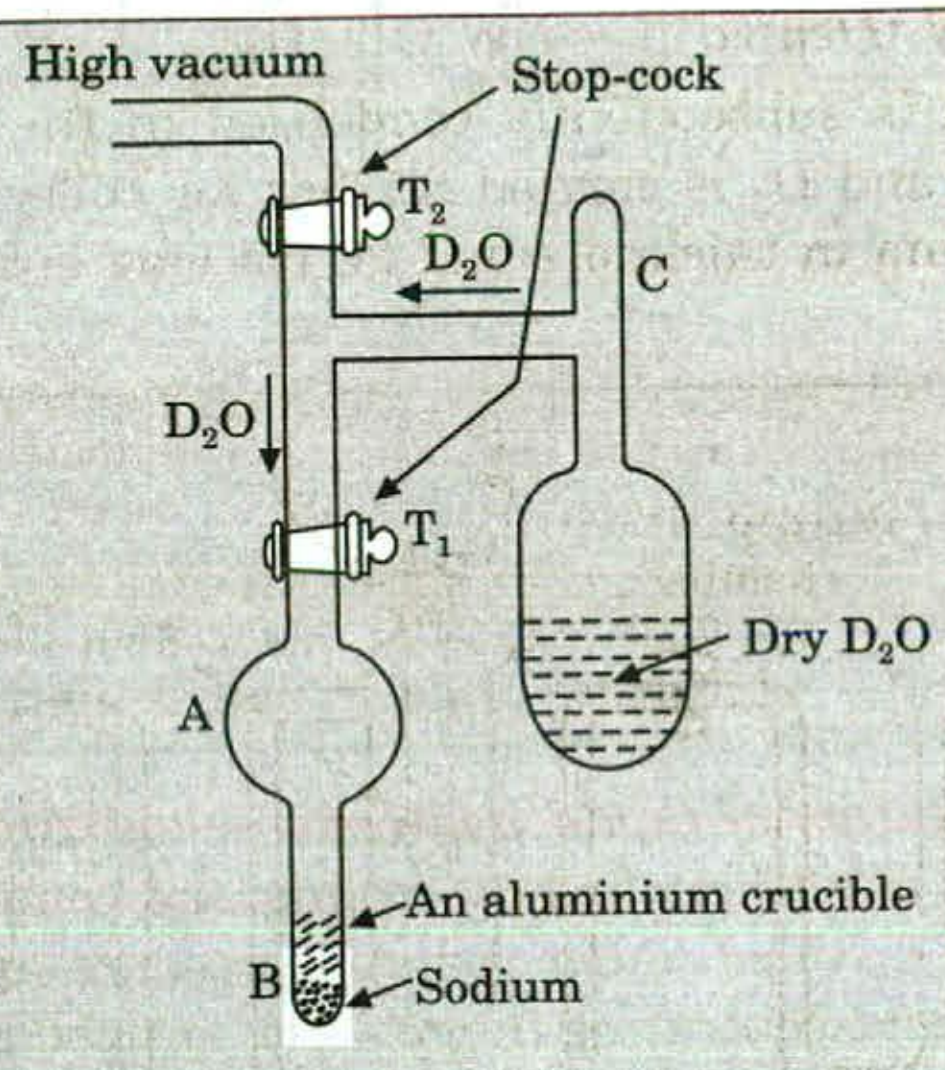

Fig. 15.9. Preparation of deuterium by the action sodium on D_2O.
Procedure. An all-glass apparatus (Fig. 15.9) is used for this purpose. A crucible (U) made of aluminium containing an excess of metallic Na is placed in the lower part, B of A and D_2O is introduced into the part, C. From C atmospheric moisture should be removed completely. C is then cooled in liquid air and the apparatus is evacuated with stop-cocks T_1 and T_2 open. The stop-cock T_2 is now closed, B is cooled in liquid air and D_2O is slowly distilled on the metallic sodium. Finally in order to complete the reaction, B is heated to 35°C for several hours. At the end, deuterium formed is transferred to a receiver filled with degassed charcoal and kept at –196°C.